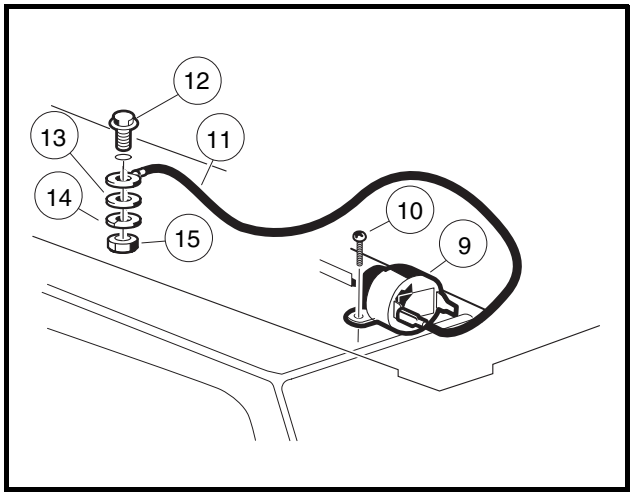

Figure 12-22 Rear Reverse Warning Buzzer
3. Disconnect the wires from the reverse warning buzzer. Do not allow wires to touch **(Figure 12-22, Page 12-21)**.
4. Remove the mounting screws (10) securing the buzzer (9) to the left rear fender.
1. Install the screws (10) through the buzzer bracket tabs and tighten to a torque of 3.5 in-lb (0.4 N·m) **(Figure 12-22, Page 12-21)**.
2. Connect black wire (11) from frame ground to the negative (–) terminal on the buzzer.